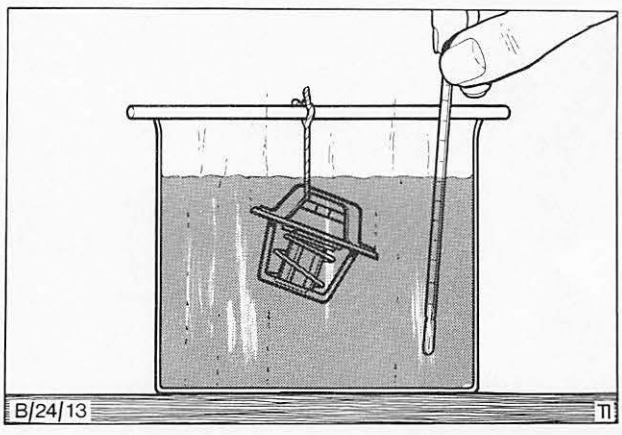

Abb. 81 Thermostat prüfen
1. Thermostat in geeignetem Behälter mit Wasser hängen, Abb. 81.